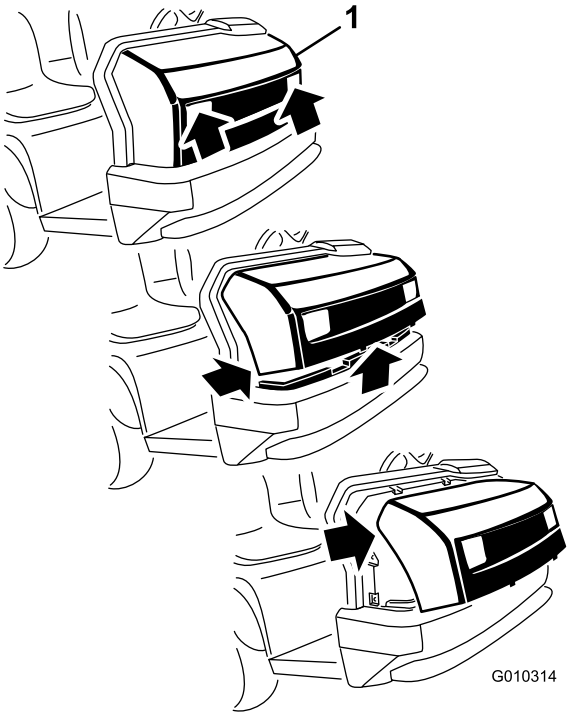

Figur 35
1. Hold i panseret i frontlysåpningene mens du løfter opp panseret for å frigjøre nedre monteringstapper fra sporene på rammen (Figur 35).
2. Sving bunnen av panseret oppover til de øvre monteringstappene kan trekkes ut av sporene på rammen (Figur 35).
3. Sving toppen av panseret fremover og koble fra ledningskontaktene fra frontlysene (Figur 35).